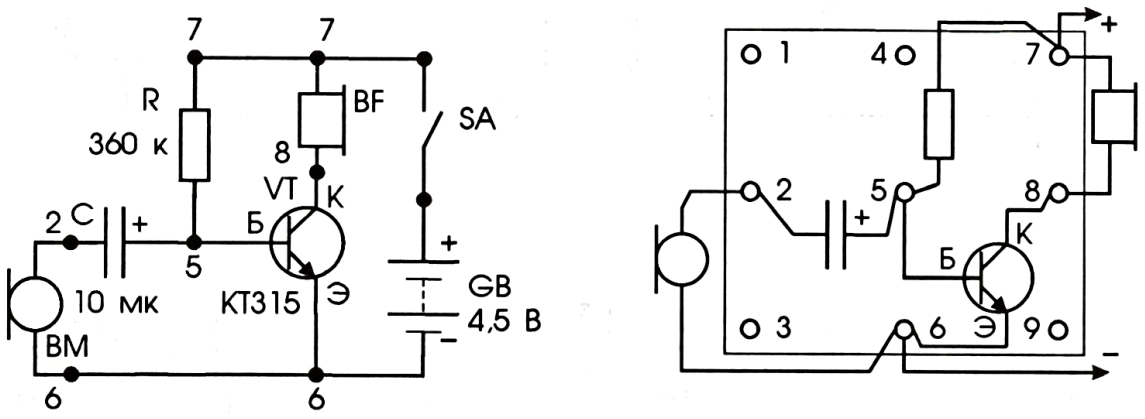

Рис. 1
1. Объясните назначение всех деталей, применяемых в однотранзисторном УЗЧ (рис. 1).
1. Соберите однотранзисторный УЗЧ (рис. 1).